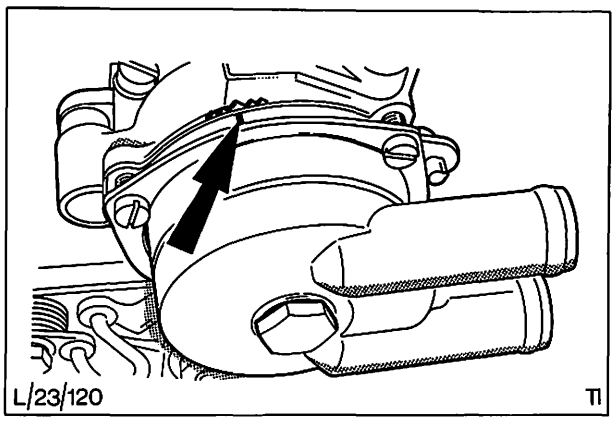

Abb. 155 Strichmarkierungen zur Ausrichtung des Thermofedergehäuses
21. Dichtung auflegen, Thermofeder auf den Stift am Mitnehmerhebel einhängen, dabei auf richtigen Sitz der Federöse achten und drei Befestigungsschrauben lose eindrehen. Entsprechende Strichmarkierungen am Thermofedergehäuse mit der Markierung am Startautomatikgehäuse zur Deckung bringen und Schrauben festziehen, Abb. 155.